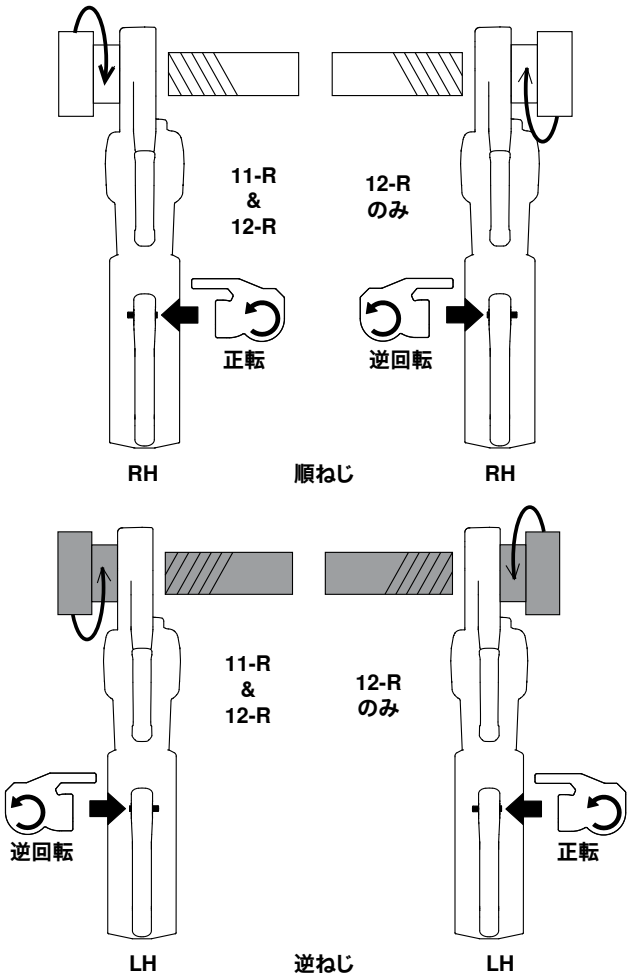

図 9 – 正逆スライドスイッチおよびダイヘッドの方向
7. パワードライブの正転/逆転スライドスイッチを、希望の順ねじまたは逆ねじに合わせて設定します。*図 9 を参照*してください。